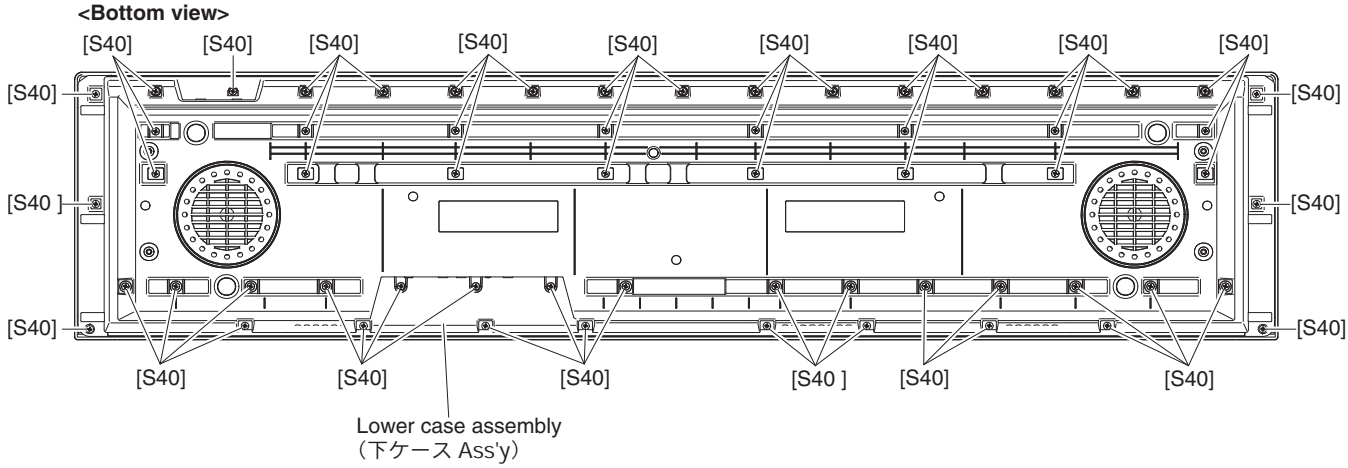

Fig. A-1（図 A-1）
A-1-1 Remove the sixty (60) screws marked [S40]. The lower case assembly can then be removed. (Fig. A-1)
A-1-1 ［S40］のネジ 60 本を外し、下ケース Ass'y を外します。（図 A-1）